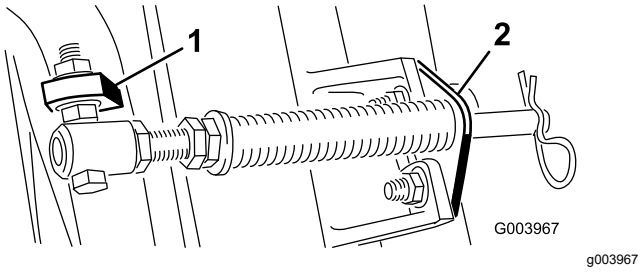

**Figur 5**
D. Montera stångbeslaget på klippenhetens flikar med hjälp av vagnsbultarna och muttrarna (Figur 5).